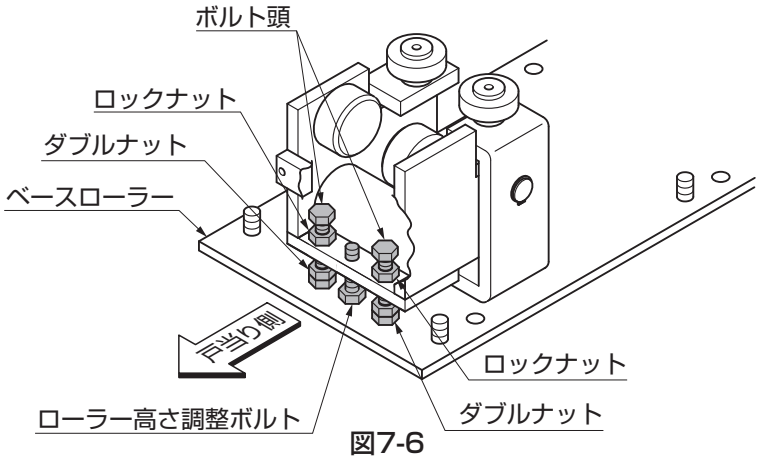

図7-6
②ベースローラー戸当り側のロックナットを緩めてください。（図7-6参照）
③ベースローラーの高さ調節ボルトを回して、本体ベースの高さを調整してください。（図7-6参照）